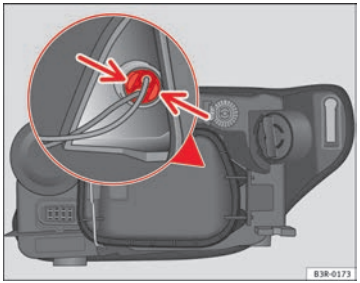

Fig. 213 Side light bulb (outside of vehicle)
– Gently press on the bulb holder tabs ⇒ Fig. 213 and pull the cover upwards (it can also be removed by pulling on the bulb holder wires).